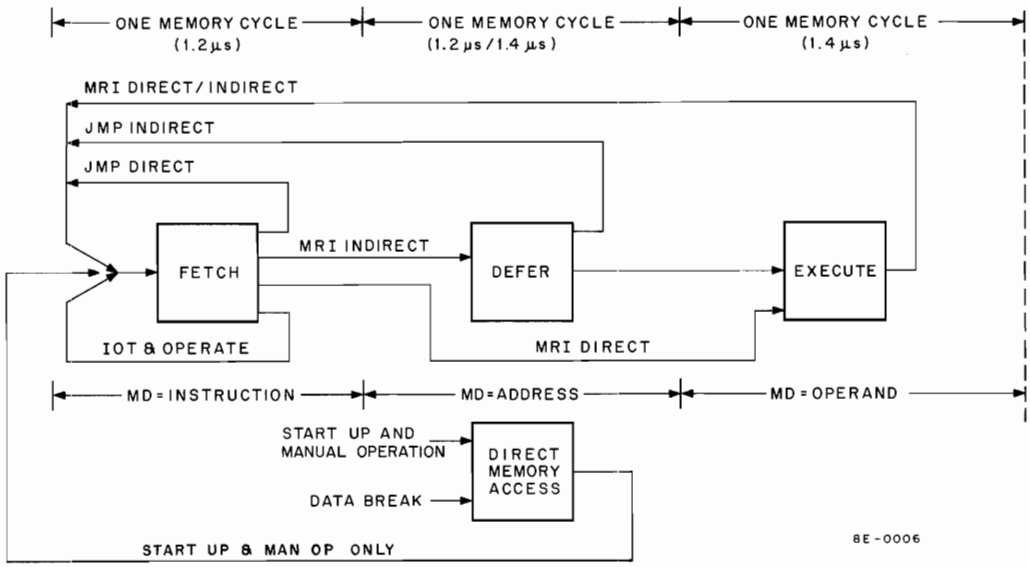

Figure 3-4 PDP-8/E Major State Flow Diagram
The basic major state flow diagram is illustrated in Figure 3-4. This diagram also indicates the order in which the major states are implemented. For any type of processor instruction, the processor must bring the contents of some memory location to the MD BUS. The Instruction Register (IR) decodes the first three bits (0–2). With FETCH major state asserted and the instruction decoded, the Central Processor (CPU) follows a series of steps; these steps are controlled by timing and the logic of the CPU.
In Figure 3-4, during the FETCH cycle, the content of the MD BUS is the instruction and an address; during the DEFER cycle, the content of the MD BUS is an address; during the EXECUTE state, the MD BUS contains the operand (that data contained in the addressed location on which the instruction will manipulate or modify). The DEFER cycle is 1.2 μs for an indirect address and 1.4 μs for an autoindex.
The Direct Memory Access (DMA) state allows accessing of memory when the Major State Register and Instruction Register of the CPU are disabled. Two types of DMA are available with the PDP-8/E System: (a) the basic type is the use of the Programmer's Console to either deposit into memory or retrieve from memory a 12-bit word, and (b) the second type is called data break and is used with mass storage equipments. A simplified flow diagram representing both types is provided in Figure 3-4. Refer to the *PDP-8/E & PDP-8/M Small Computer Handbook,* Chapter 6, and Volume 3 of this manual for a discussion of data break.